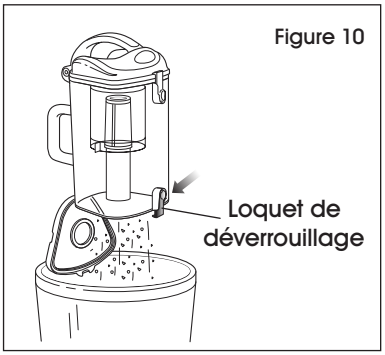

Figure 10
2. Maintenez le bac à poussière au-dessus d'une poubelle et appuyez sur sur le loquet du bas. (Voir Figure 10)